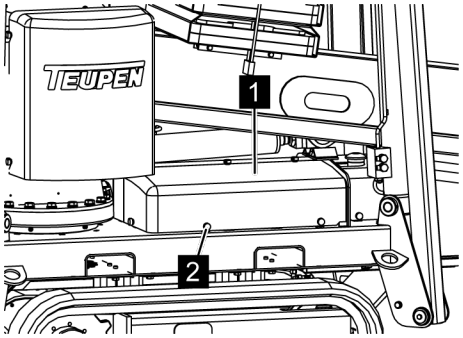

Fig. 123: Replacing cover
6. *Replace the cover (*Fig. 123*/1) and screw on with the knurled thumb screws (*Fig. 123*/2).*